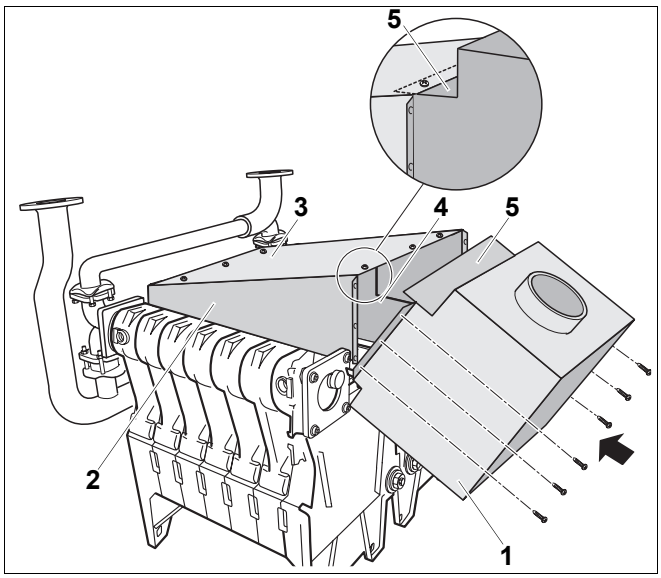

Rys. 46 Montaż przerywacza ciągu
W przypadku dostawy przerywacza z klapowym zaworem odcinającym przepływ spalin (akcesoria na zamówienie), zawór ten należy zamontować w przerywaczu ciągu, zanim przerywacz ciągu zostanie wmontowany (rys. 46, **poz. 1**), zobacz załączona, oddzielna instrukcja montażu.
- Przerywacz ciągu (rys. 46, **poz. 1**) należy przykręcić sześcioma krótkimi śrubami z łbem płaskim 3,9 x 9,5 do ścianek bocznych (rys. 46, **poz. 2**) kolektora spalin.
Podczas montażu przerywacza ciągu (rys. 46, **poz. 1**) należy zwrócić uwagę na to, aby zakładka górna (rys. 46, **poz. 5**) przerywacza ciągu (rys. 46, **poz. 1**) znajdowała się między ścianką rozdzielającą (rys. 46, **poz. 4**) a ściankami bocznymi (rys. 46, **poz. 2**) lub pokrywą wyczystkową (rys. 46, **poz. 3**).
- Dobrze dokręcić wszystkie śruby pokrywy wyczystkowej (rys. 46, **poz. 3**).
- Należy zwrócić uwagę na to, aby nie uszkodzić uszczelki pokrywy wyczystkowej (rys. 46, **poz. 3**).
Jeżeli wystąpią problemy z montażem przerywacza ciągu (rys. 46, **poz. 1**), należy trochę poluzować śruby pokrywy wyczystkowej (rys. 46, **poz. 3**) lub ścianek bocznych (rys. 46, **poz. 2**).